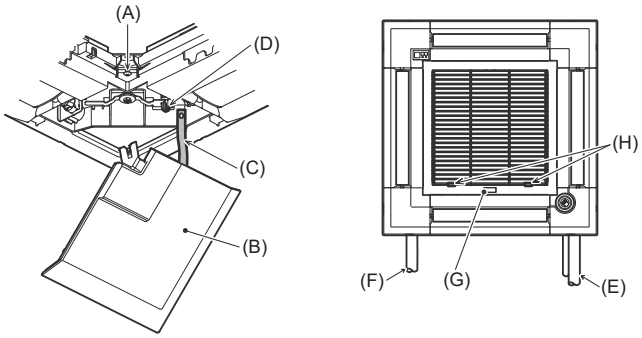

Fig. 9-12
9.5. Installazione della griglia di ingresso (Fig. 9-12)